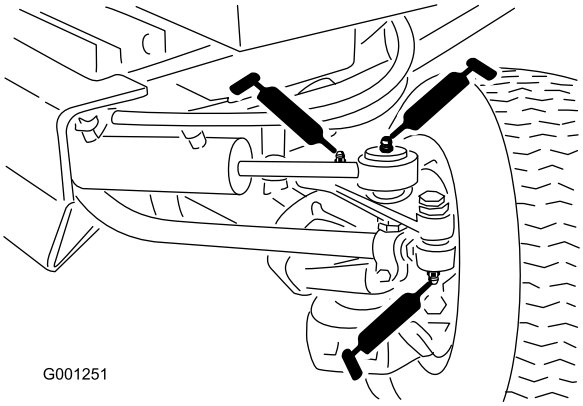

Figur 45
- Forbindelsesstangens ender (2) (Figur 45)
- Cylinderstangens ender (2) (Figur 45)
- Styretapper (2) (Figur 45)
- Akseldrejetap (Figur 45)